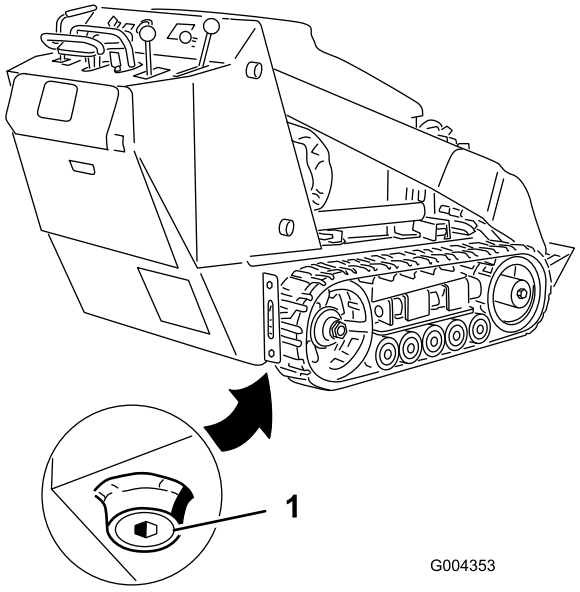

Figuur 34
4. Verwijder de aftapplug (Figuur 34).